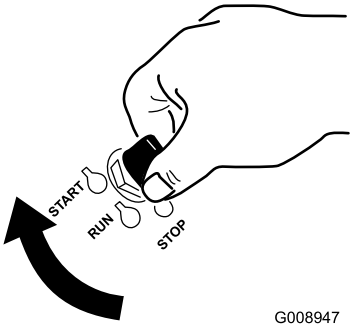

Figur 16
1. Drej tændingsnøglen til positionen Start (Figur 16). Slip nøglen, når motorerne starter.
6. Drej tændingsnøglen til positionen Start (Figur 16). Slip nøglen, når motorerne starter.